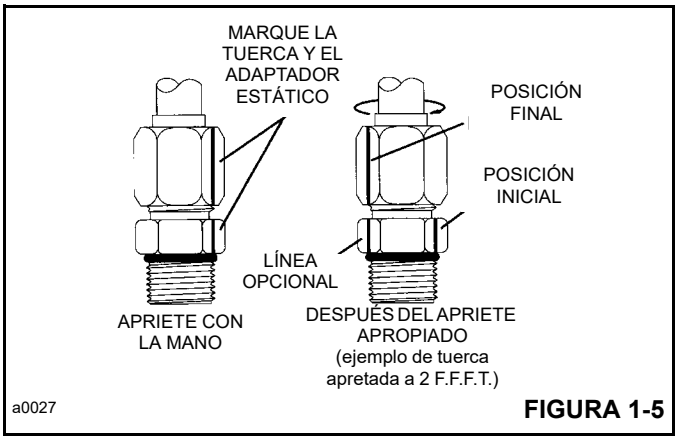

FIGURA 1-5
6. Opcional para el apriete futuro de la misma conexión: extienda la línea desde la tuerca en su nueva ubicación hasta la parte hexagonal del adaptador estático o la lumbrera (Figura 1-5).